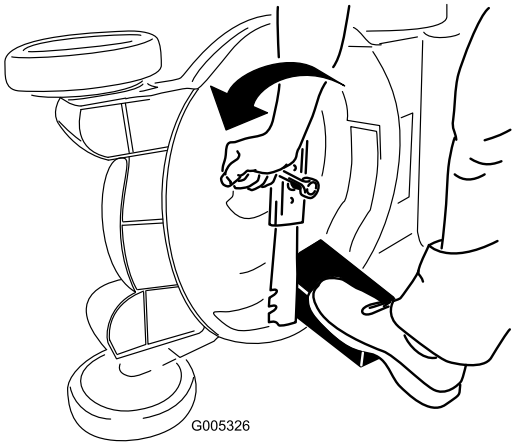

Figur 46
3. Bruk en treblokk til å holde kniven fast (Figur 46).
4. Fjern kniven, behold alle monteringsdeler (Figur 46).